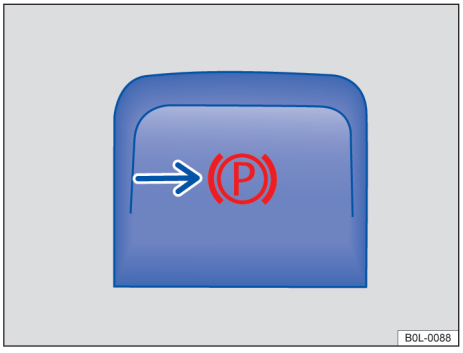

图 95 中控台上：电子驻车制动器按钮
- 打开电子驻车制动器 →第 99 页。如按钮中的指示灯 →图 95 点亮**红色**，组合仪表显示屏中的指示灯 Ⓟ 点亮**红色**，则表示电子驻车制动器已打开。
– 如按钮中的指示灯 →图 95 和组合仪表显示屏中的红色指示灯 Ⓟ 均点亮，则表示电子驻车制动器已打开。
– 按钮 →图 95 中的指示灯以及组合仪表显示屏中的指示灯 Ⓟ 均熄灭。